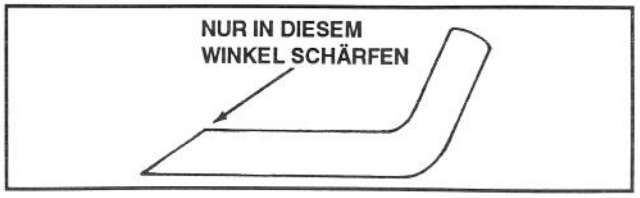

Abb. 24
6. SCHÄRFEN DES MESSERS – Mit einer Feile die Oberkante des Messers schärfen und dabei den ursprünglichen Schnittwinkel beibehalten (Abb. 24). Das Messer bleibt ausgewuchtet, wenn von beiden Schnittkanten gleichviel Material abgetragen wird.